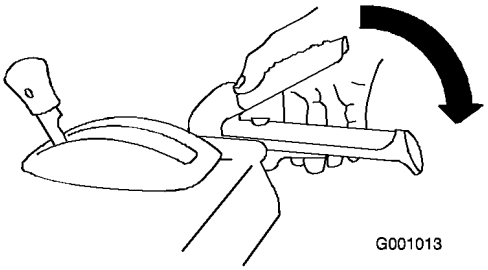

Figur 29
1. Pressa ned det högra (matarskruvs-/impeller)reglaget till handtaget, för att koppla in matarskruvs-/impellerdrivningen (Figur 29).